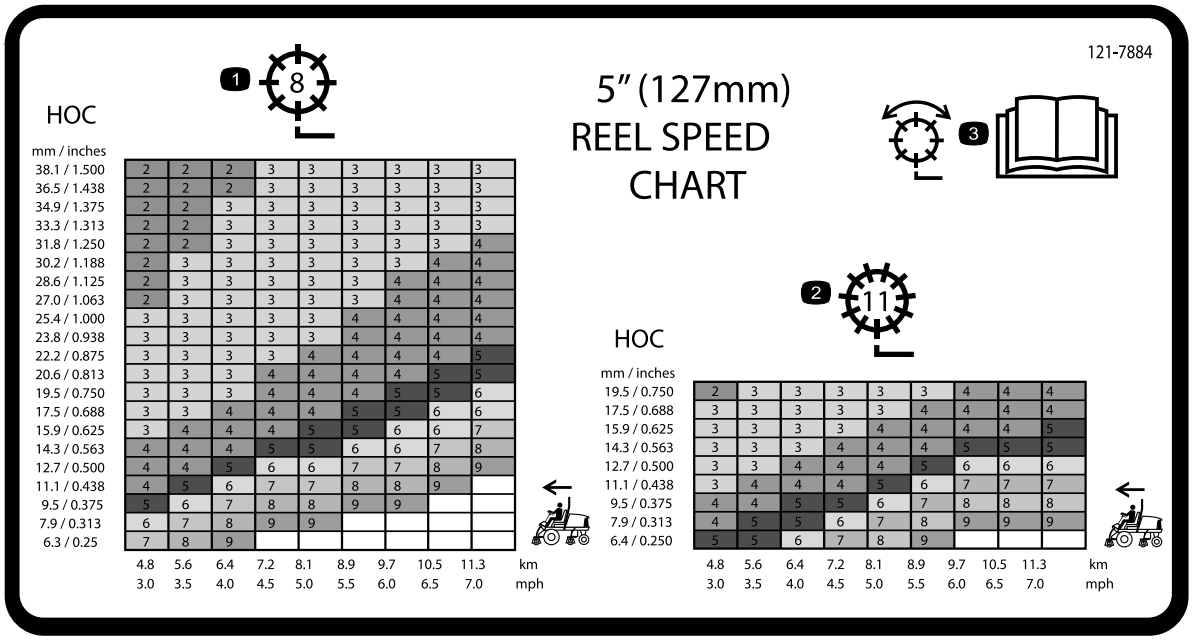

**Figur 32**
3. Bruk grafen på spolehastighetsdiagram (Figur 32) for å fastsette korrekt spolehastighet.